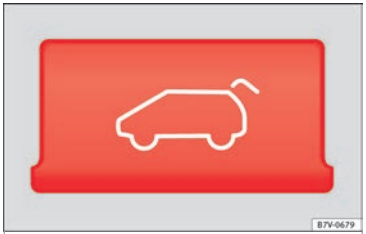

Bild 6 Detaljerad bild av mittkonsolen: knapp för upplåsning av bakluckan
- Tryck på knappen på mittkonsolen **»» bild 6**. Bakluckan öppnas automatiskt.